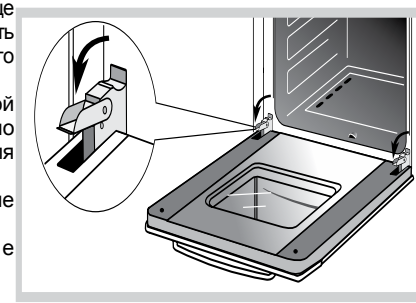

Рис.25
- поднимите и поверните до упора рычаги, расположенные на двух шарнирах (рис. 25),